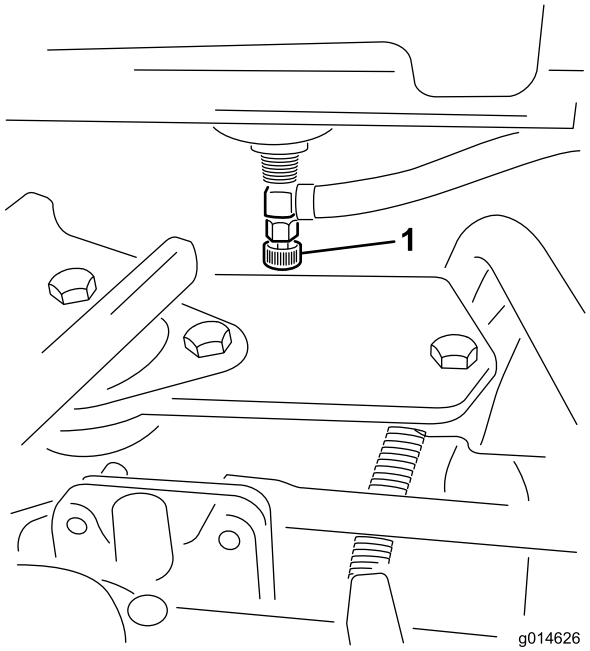

Figur 44
1. Stäng bränslekranen (Figur 44) under bränsletanken.